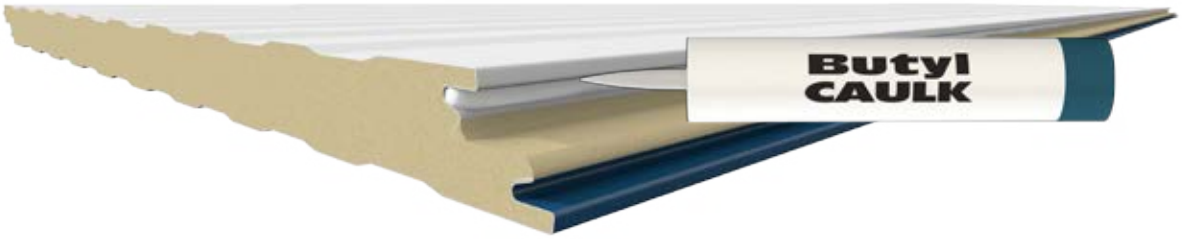

Figura 8.2
8.2 Aplique un sellador de butilo continuo que no se cura (no forma piel) en la junta del panel interior con un tamaño de tira de aproximadamente 6.4 mm como se muestra en la figura 8.2. El sellador debe proporcionar sellado continuo entre la lengüeta y la ranura, pero no derramarse por las caras del panel.